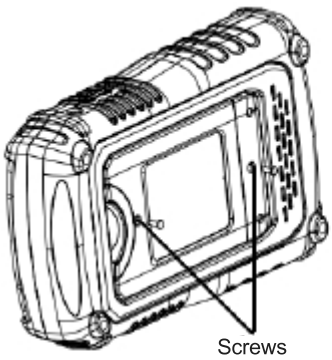

Figure 1
1. Entfernen Sie die beiden Schrauben am Batteriefachdeckel mit einem Schraubendreher.Wie in Abbildung 1 dargestellt.